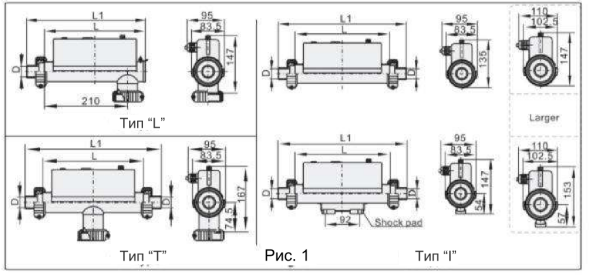

Рис. 1
-2.1 Нагреватель должен быть установлен горизонтально. Размеры и положение нагревателя для опоры и крепления указаны на рис.1.